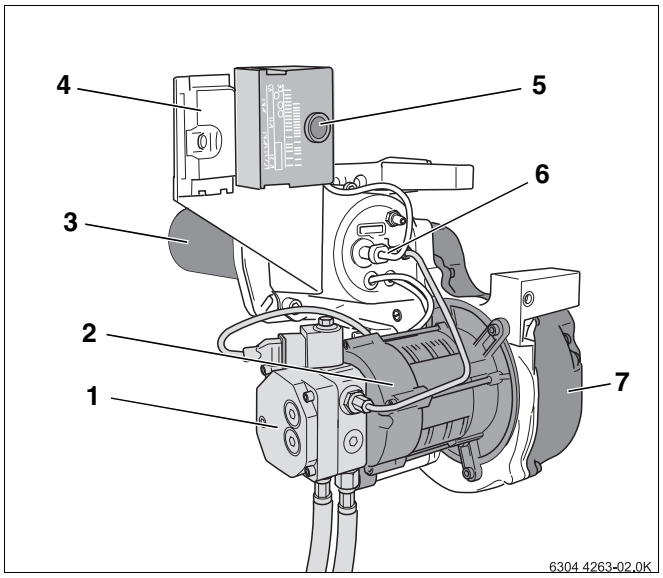

Abb. 1 Brenner Logatop BE 1.3 und 2.3 ECO
– Ölpumpe mit Magnetventil und Ölanschlussschläuchen (Abb. 1, **Pos. 1**)
– Brennermotor (Abb. 1, **Pos. 2**)
– Brennerrohr (Abb. 1, **Pos. 3**)
– Ölfeuerungsautomat mit Entstörtaster (Abb. 1, **Pos. 5**)
– Flammenfühler (Abb. 1, **Pos. 6**)
– Gebläse (Abb. 1, **Pos. 7**)
Der Brenner (Abb. 1) ist über eine Steckverbindung (7-poliger Brennerstecker) mit dem Regelgerät fertig verdrahtet.